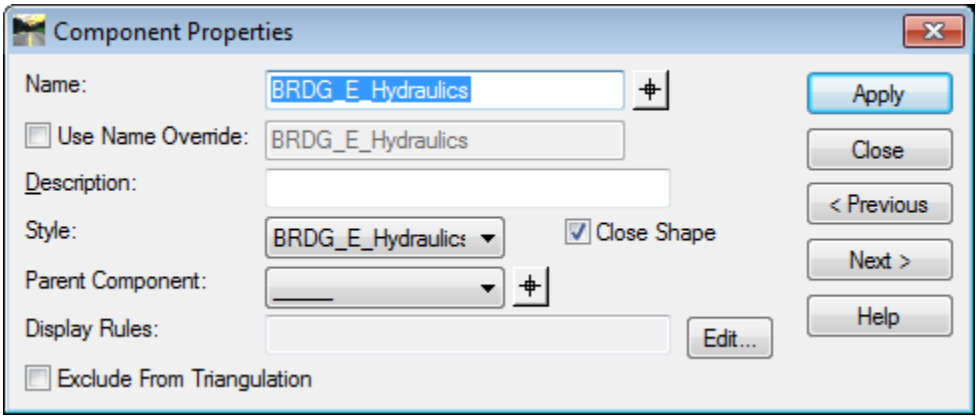

Figure L7-6 Component Properties Dialog
18.	**Open the Component Properties Dialog** • Double click on the Component (not the points). • The **Component Properties** dialog opens as shown in *Figure L7-6*.